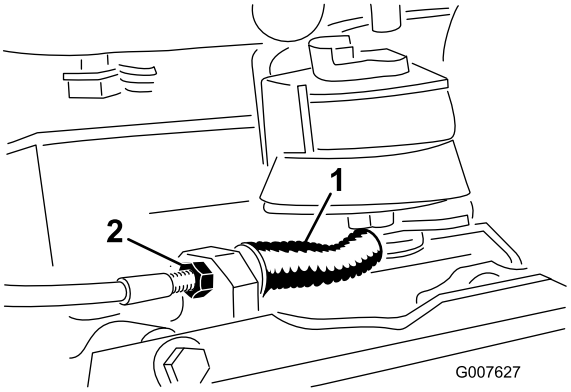

**Rysunek 33**
- Aby zmniejszyć napięcie linki, poluzuj przednią przeciwnakrętkę linki i dokręć tylną przeciwnakrętkę (Rysunek 33). W razie potrzeby, powtórz kroki 1 i 2 i ponownie wyreguluj.
- Aby zwiększyć napięcie linki, dokręć przednią przeciwnakrętkę linki i poluzuj tylną przeciwnakrętkę (Rysunek 33). W razie potrzeby, powtórz kroki 1 i 2 i ponownie wyreguluj.